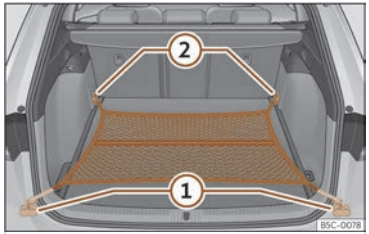

Fig. 200 In the luggage compartment: net bag hooked up at floor level.
- Secure the net hooks to the fastening rings ››› **Fig. 200** ① and ② ››› ⚠. The bag zip should be facing upwards.